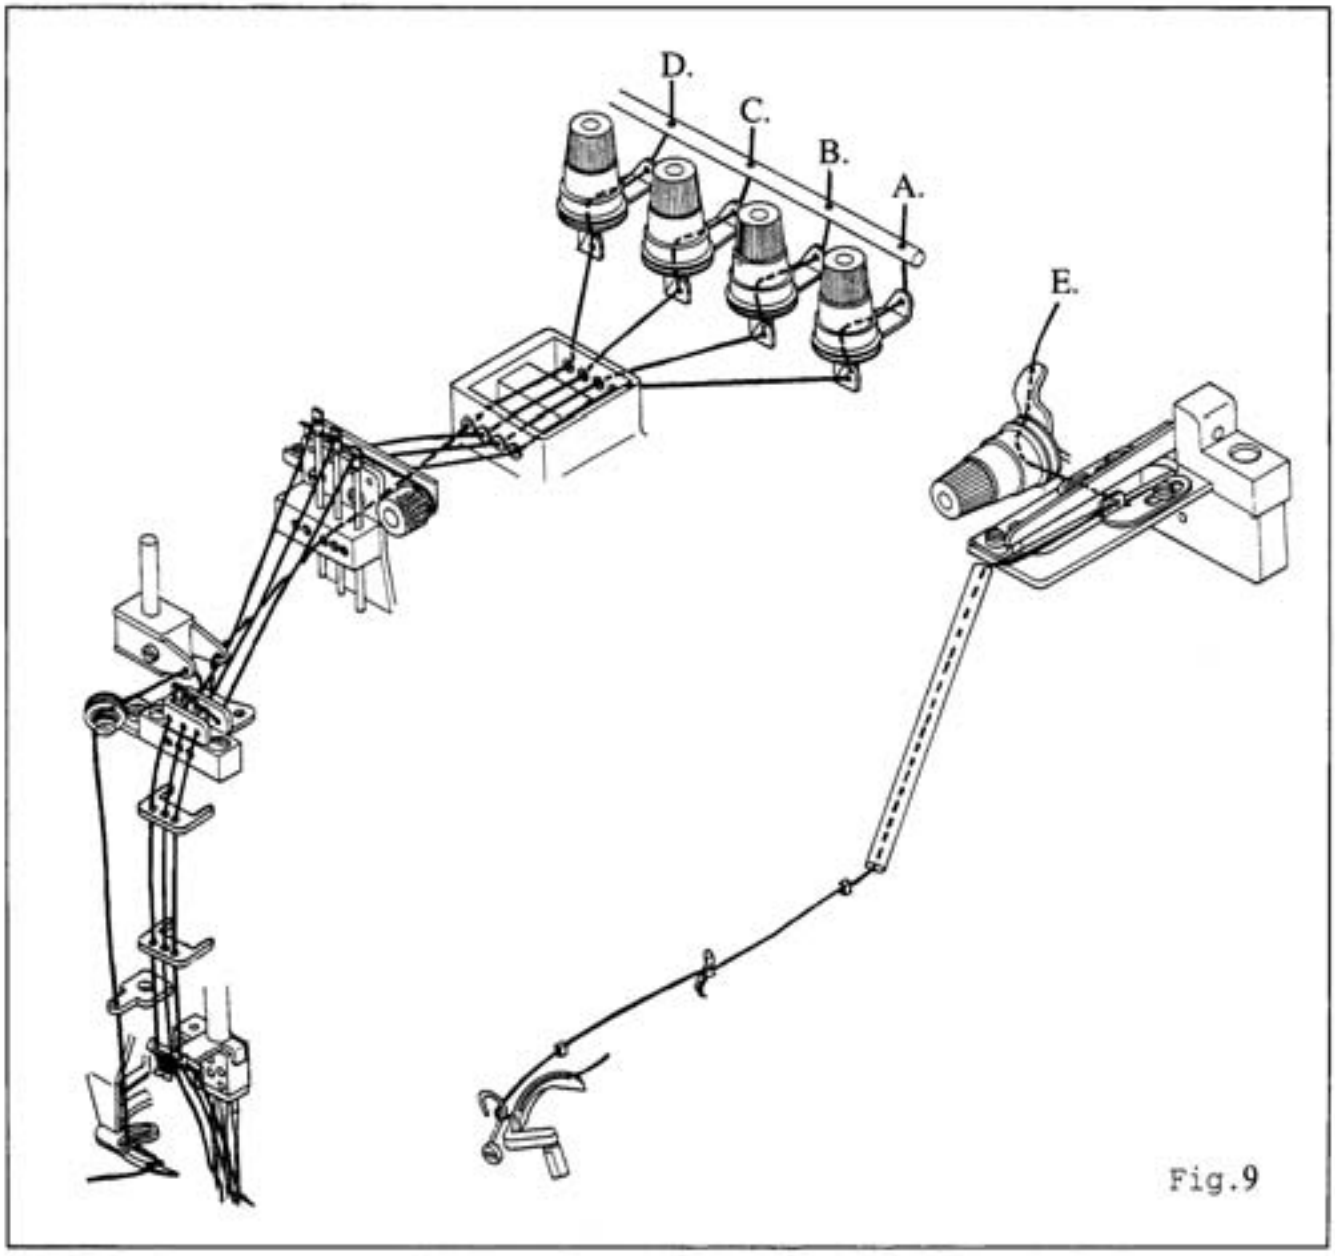

Fig.9
1. 请按照图中所指示的穿线方式,正确穿线。若穿线方式错误，将会引起断线、跳针或车缝不平坦等现象。（图9）
1. Threading should be made correctly. Refering to the illustration. (Fig 9) Wrong threading may cause thread breaking, skipping stitch or puckering.
3. 若用三针车缝，穿线方式如图所示。若用二针车缝，穿线方式相同，所不同者，仅是击针线穿二针而已。（图9）
3. The threading for three needles machine is shown in the illustration below. For two needles machine, thrading is the same except two needles threaded. (Fig 9)